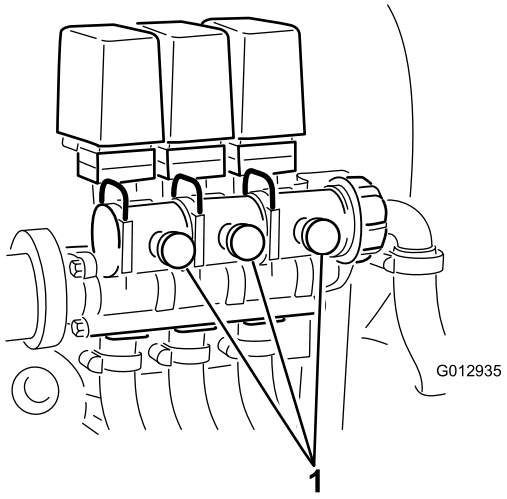

Figur 21
10. Juster bommens omløbsventil (Figur 21) på bagsiden af kontrolventilen på bommen, du